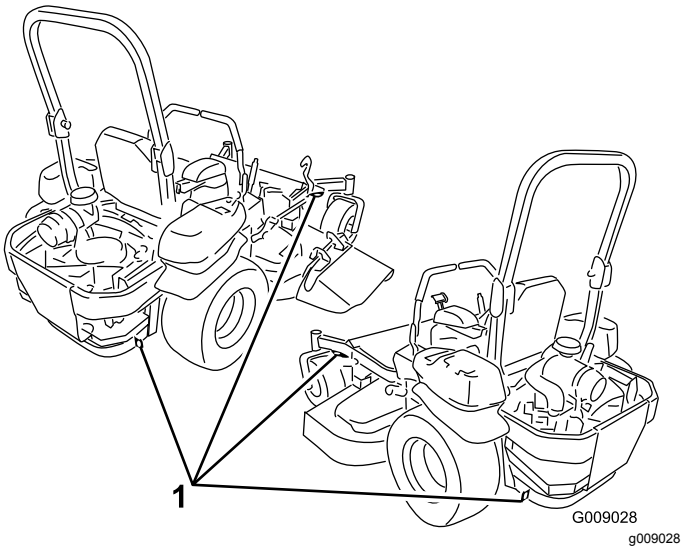

Figur 33
5. Brug bindepunktsøjerne af metal på maskinen til at fastgøre maskinen til anhængeren eller lastbilen med stropper, kæder, kabler eller reb (Figur 33).